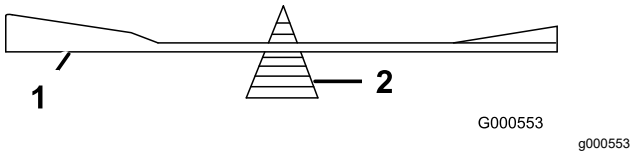

**Figuur 80**
2. Controleer de balans van het mes met een mesbalans (Figuur 80).